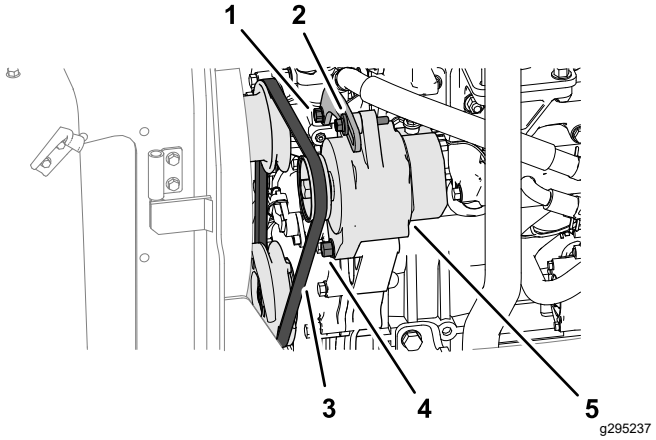

Figur 69
1. Benytt 10 kg kraft mot generatorremmen (Figur 69) midt mellom remskivene.
- Hvis remnedbøyning er mindre enn 10 mm, løsner du svingbolten og strekkbolten (Figur 69), og reduserer remspenningen.
- Hvis remnedbøyning er større enn 10 mm, løsner du svingbolten og strekkbolten (Figur 69), og øker remspenningen.
Merk: Løsne spenningsbrakettbolten (Figur 69) om nødvendig.
3. Stram til boltene (Figur 69).